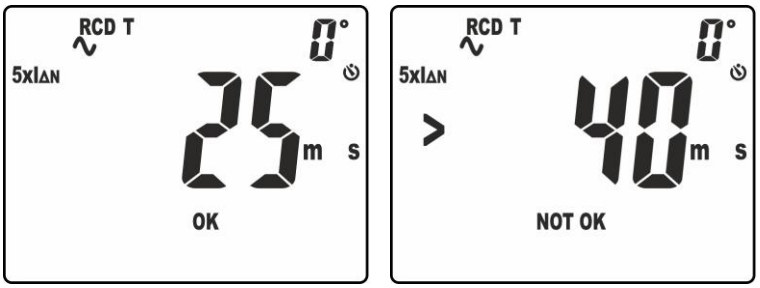

Fig. 36: Tempo de disparo no modo manual a 5xIΔn
10. O resultado da medição correto é apresentado no display (ver Fig. 36 – parte esquerda) com indicação “OK”
11. O resultado da medição incorreto (**tempo de disparo > 40ms)** é apresentado no display (ver Fig. 36 – parte direita) com indicação “NÃO OK”. Um curto som contínuo é emitido pelo instrumento
10. O resultado da medição correto é apresentado no display (ver Fig. 36 – parte esquerda) com indicação “OK”. Notar a presença do tempo de disparo na parte superior direita do display
11. O resultado da medição incorreto é apresentado no display (ver Fig. 36 – parte direita) com indicação “NÃO OK” (**corrente de disparo > 33mA)**. Um curto som contínuo é emitido pelo instrumento